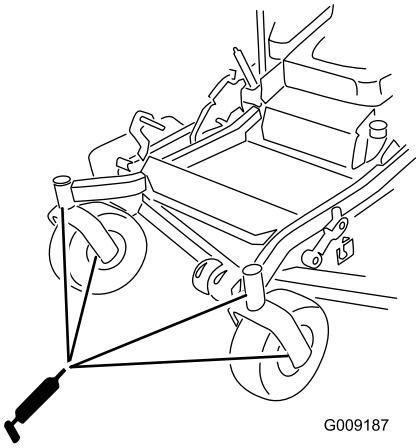

Figuur 40
9. Trek de smeernippel uit de opening. Plaats de zeskantige plug en de stofkap (Figuur 40).